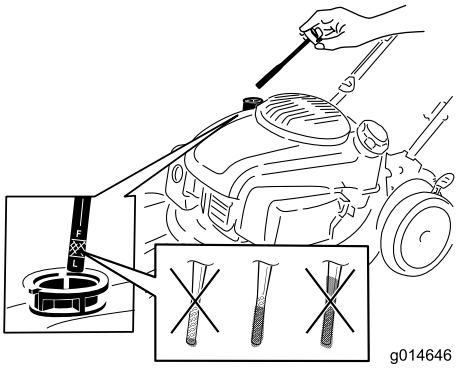

Figure 16
2. Retirez la jauge (Figure 16).
9. Sortez de nouveau la jauge et vérifiez le niveau d'huile (Figure 16).